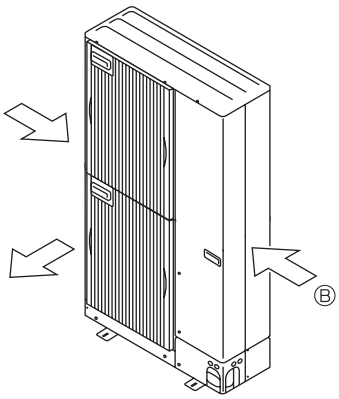

Fig. 3-4
③ Position the unit so that the air outlet blows perpendicularly to the seasonal wind direction, if possible. (Fig. 3-4)